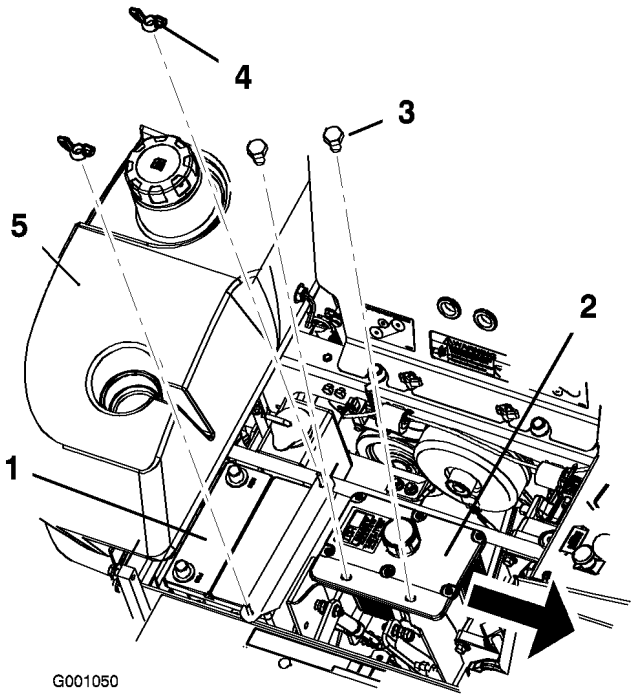

Figur 45
6. Ta bort de båda vingmuttrarna (1/4 tum) som håller fast batteriklämman (Figur 45).
7. Ta bort de två bultarna som håller fast hydraultanken i rätt läge (Figur 45).
1. Sätt i batteriet i lådan med anslutningspolerna mot hydraultanken (Figur 45).
6. Säkra batteriet med J-skruvar, en klämma, två brickor (1/4 tum) och två vingmuttrar (1/4 tum) (Figur 45).